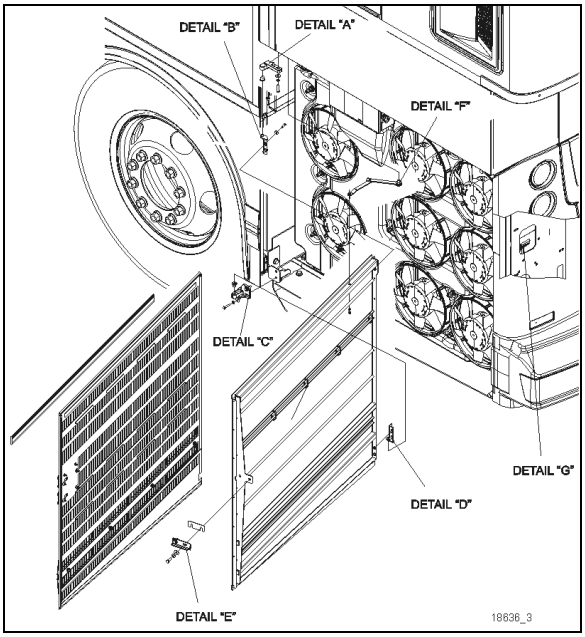

FIGURE 136: RADIATOR DOOR
6. Loosen the bolts, (details “A” & “C”, Figure 136) holding the hinge to the vehicle structure to shift the door "LEFT or RIGHT".
7. Loosening the bolts (details “B” and “D”, Figure 136) allows the door to be shifted "UP or DOWN".